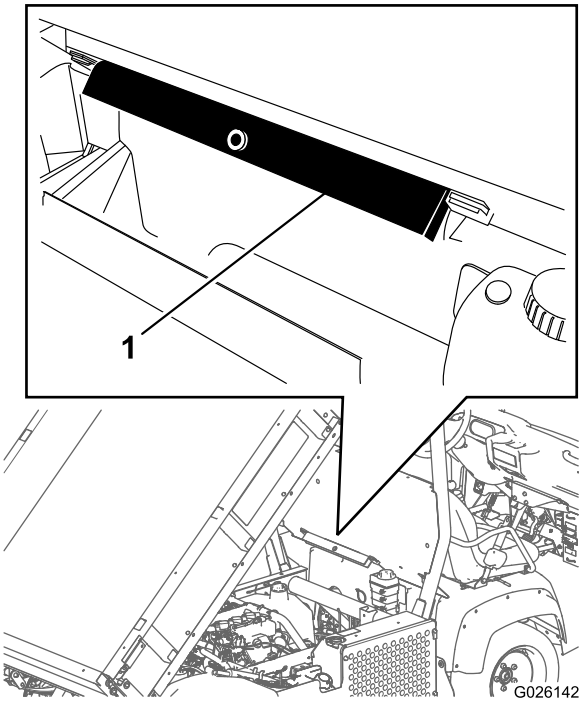

Figuur 32
2. Verwijder de laadbakbeveiliging van de opberghaken op de achterkant van het paneel van de rolbeugel (Figuur 32).